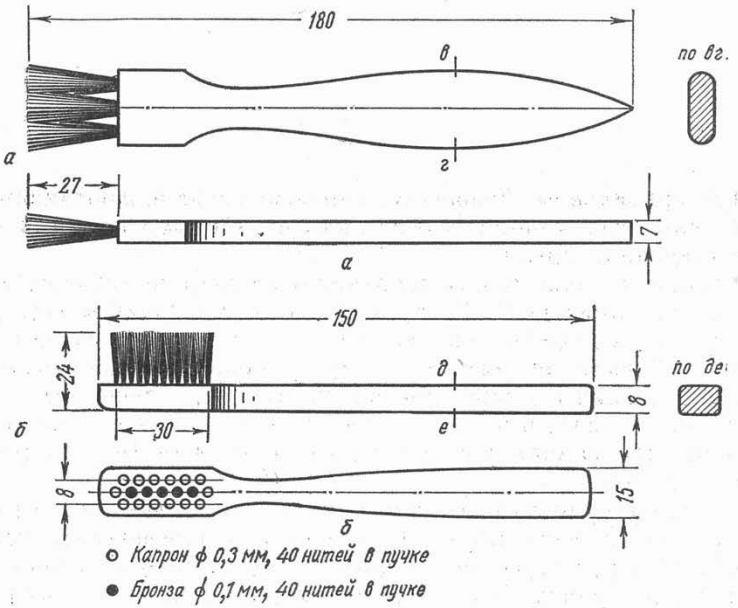

Рис. 45. Кисточка (*а*) и щетка (*б*) для ухода за пишущей машиной
2. Ежедневно после окончания работы нужно очищать пишущую машину от пыли и возможных загрязнений щеткой и мягкой непылящей тряпкой, а труднодоступные части машины — кистью (рис. 45, *а*), не допуская застревания волосков между деталями. Никелированные части машины лучше всего протирать замшей.
3. Как только появятся нечеткие оттиски букв, в особенности **е, о, м, а** и **ж**, нужно очистить литеры (шрифт) от бумажной пыли, смешанной с копировальной краской, специальной щеточкой (рис. 45, *б*). Щеточку передвигайте только в противоположном бумагоопорному валику направлении. Если шрифт сильно загрязнен,